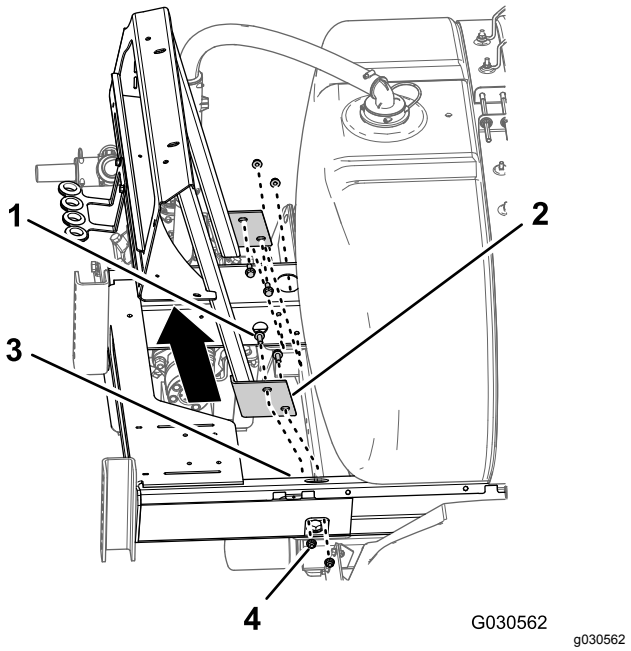

Figur 99
3. Fjern de fire flenshodeboltene (3/8 x 1 tomme) og fire flenslåsemutterne (3/8 tomme) som fester flensen på manifoldfestet til rammen på sprederchassiset, og fjern manifoldfestet fra maskinen (Figur 99).